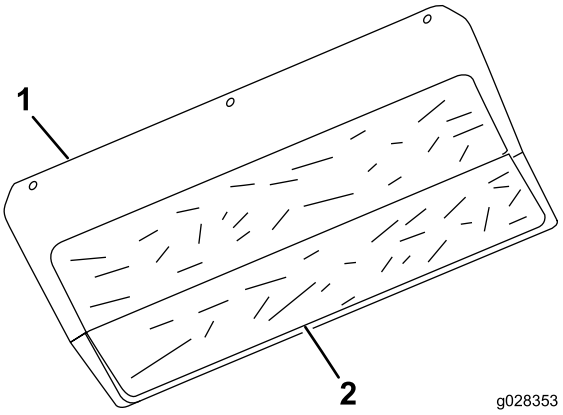

**Rysunek 4**
6. Zdejmij folię ochronną i zamocuj samoprzylepną osłonę termiczną do panelu tylnego od strony silnika, umieszczając ją w sposób przedstawiony na Rysunek 4.